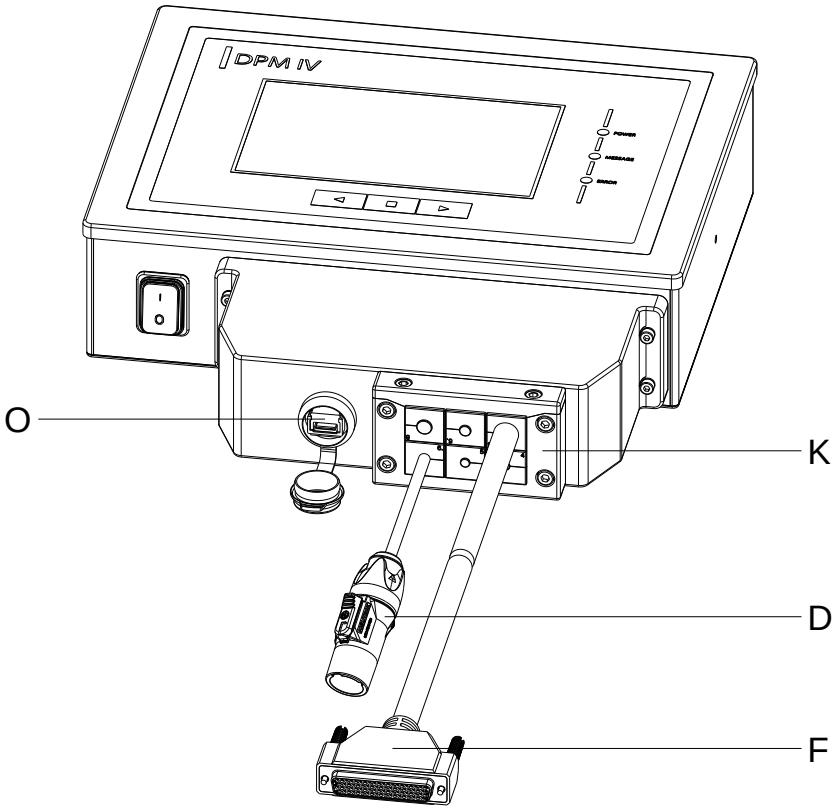

Abbildung 4
1. Nacheinander die vier Schrauben (C) auf der Rückseite der Ansteuerelektronik (A) entfernen, Dichtringe (B) aufschieben und Schrauben (C) wieder eindrehen.
2. Verbindungskabel Druckmechanik / Ansteuerelektronik (F) an der Ansteuerelektronik (A) anschließen.
3. Bei Bedarf ein Verbindungskabel für Externe Ein-/Ausgänge an der passenden Buchse der Ansteuerelektronik (A) anschließen.
4. Bei Bedarf ein Ethernet- oder USB-Datenkabel an der Ansteuerelektronik (A) anschließen.
5. USB-Datenkabel (E) auf der Innenseite der Schutzhaube (G) in die USB-Buchse einstecken.
6. Zunächst das offene Ende des Verbindungskabels Druckmechanik / Ansteuerelektronik (F) durch die Öffnung der Schutzhaube (G) führen. Dazu ist der Stecker seitlich zu kippen. Anschließend die Netzleitung (D) und ggf. die Daten- und I/O-Kabel durch die Öffnung der Schutzhaube (G) leiten.
7. Schutzhaube (G) in Richtung Ansteuerelektronik (A) führen, bis das USB-Datenkabel (E) an der Ansteuerelektronik (A) angeschlossen werden kann.
8. Schutzhaube (G) mit den vier Schrauben (I) und Dichtringen (H) an der Ansteuerelektronik (A) verschrauben.
9. Oberteil der Kabeleinführungsleiste (K) nach Entfernen der beiden Schrauben (J) abnehmen.
10. Die zu den jeweiligen Anschlusskabeln passenden Kabeltüllen (M) aus der Kabeleinführungsleiste (K) entnehmen und zwei bis drei Zentimeter vor der Schutzhaube (G) die Kabel umschließen.
11. Kabeleinführungsleiste (K) vor der Schutzhaube platzieren und Kabeltüllen (M) mit Anschlusskabeln in die Nuten einschieben. Das Verbindungskabel Druckmechanik / Ansteuerelektronik (F) muss laut Skizze (siehe Abbildung 4) rechts oben und die Netzleitung (D) sollte links unten platziert werden.